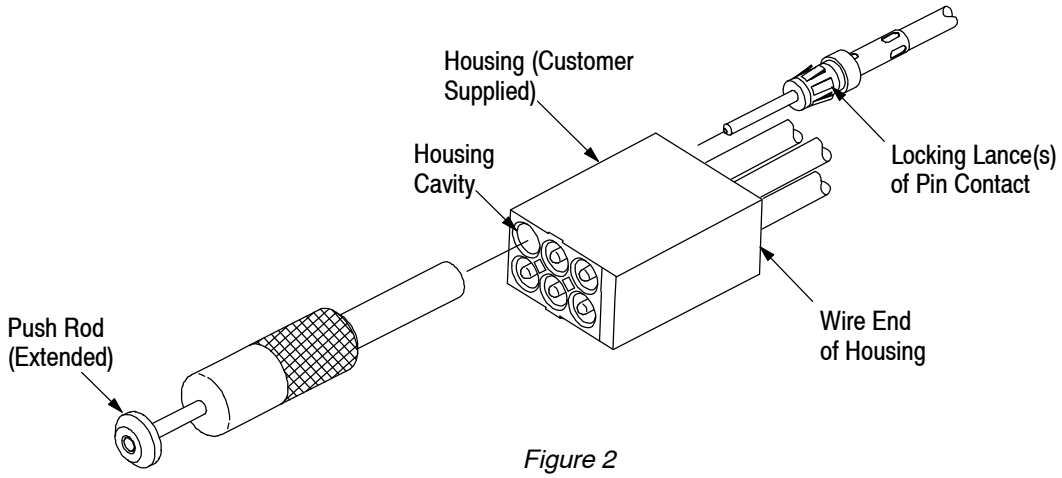

Figure 2
3. EXTRACTION PROCEDURE (See Figure 2)